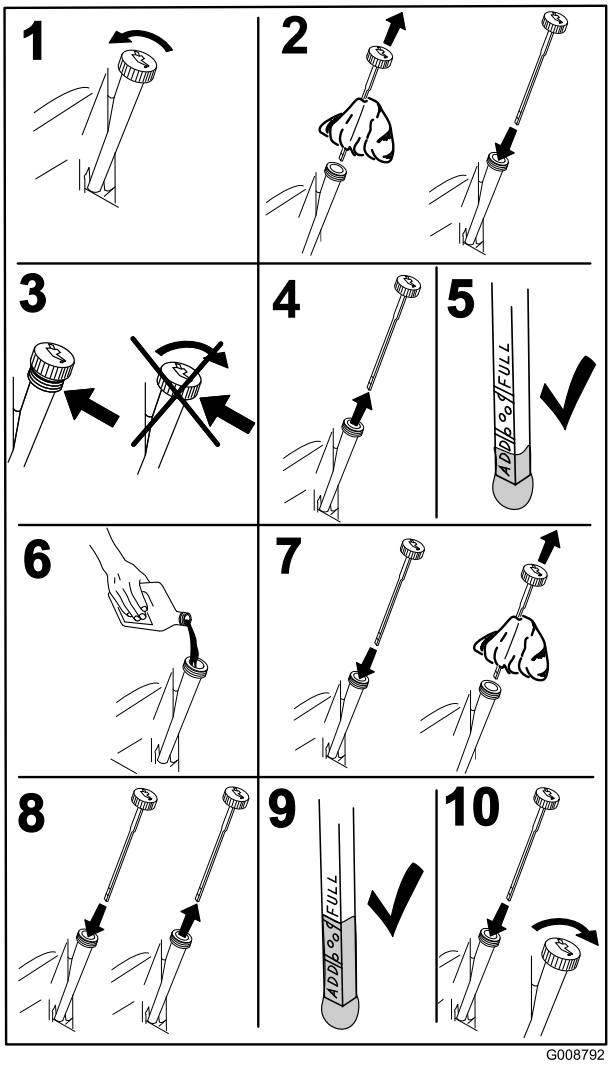

Figur 31
2. Kontrollera oljenivån såsom visas i Figur 31.